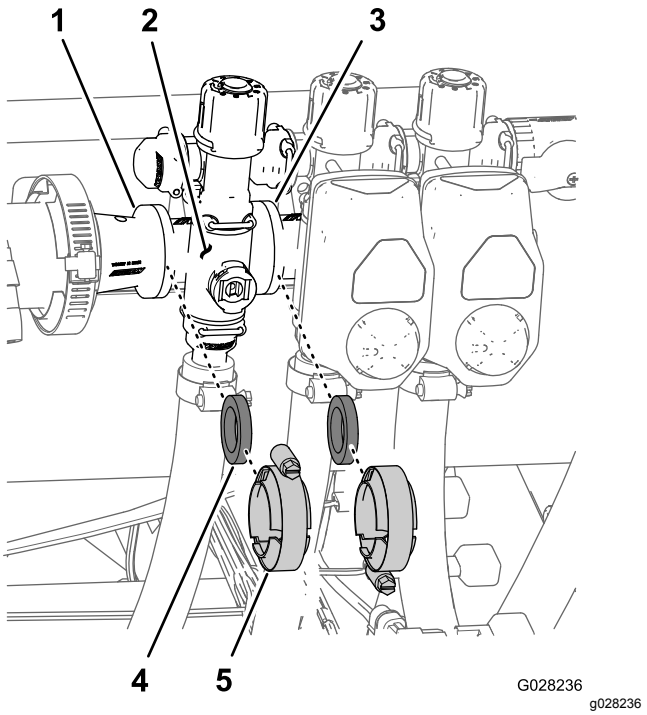

Figur 108
1. Fjern klemmene og pakningene som fester manifolden for seksjonsventilen (Figur 108) til den nærliggende seksjonsventilen.